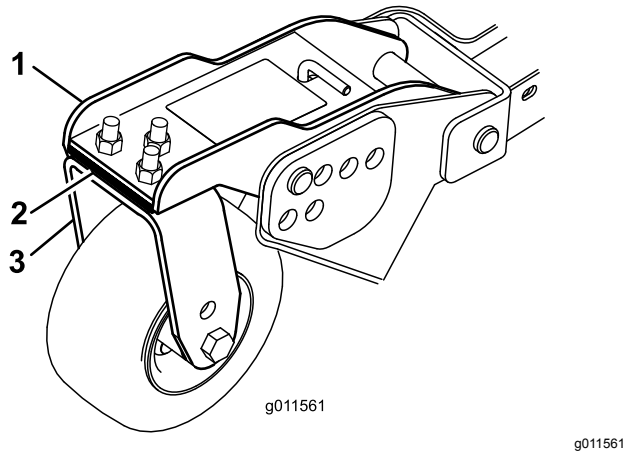

Figuur 111
1. Verwijder de inbusbouten en moeren waarmee de zwenkwielarm is bevestigd aan de zwenkwielvork (Figuur 111).